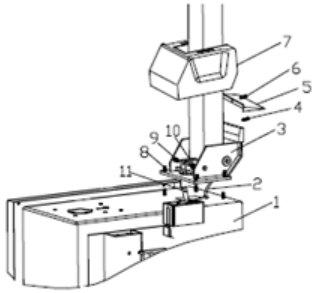

Fig 3
2. Coloque a coluna basculante (3, Fig. 3) no corpo (1, Fig. 3) com 4 parafusos (M12) e empurre a mangueira de ar (2, Fig. 3) através do orifício da coluna. Aperte as 4 porcas de bloqueio automático (8, Fig. 3)
3. Introduza o parafuso (9, Fig. 3) nos orifícios da coluna e do veio do cilindro basculante (11, Fig. 3) e aperte-o com a porca de bloqueio automático (10, Fig. 3).
4. Desaperte os dois parafusos da tampa esquerda e retire a tampa, ligue a mangueira de ar (2, Fig. 3) anteriormente mencionada aos orifícios laterais que controlam a válvula basculante de 5 vias. Fixe a tampa esquerda.
5. Fixe a cobertura de plástico (7, Fig. 3) com dois parafusos (4, Fig. 3).
6. Monte a tampa traseira de plástico (5, Fig. 3) na coluna com o parafuso (6, Fig. 3).